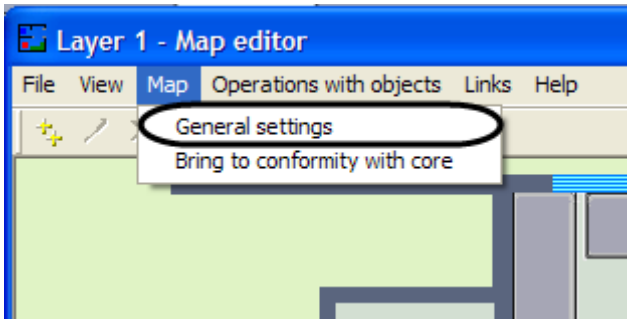

Figure 8.20-4 The “General settings” menu item of the “Map editor”
3. In the main menu of the “Map editor”, select “Map” ⇒ “General settings” (Figure 8.20-4).